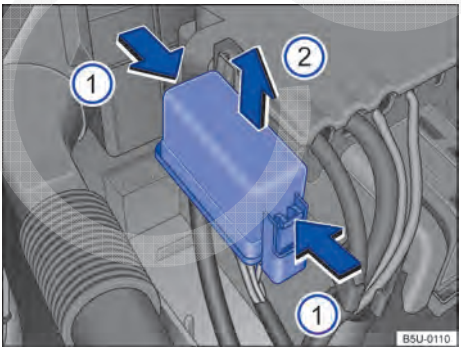

Fig. 163 No compartimento do motor: cobertura da caixa de fusíveis.
– Pressionar as travas no sentido da seta → Fig. 163 ①, para destravar a cobertura da caixa de fusíveis.
– Remover a cobertura por cima, no sentido da seta ②.
– Para a **instalação**, colocar a cobertura sobre a caixa de fusíveis. Pressionar a cobertura para baixo, no sentido contrário da seta ②, até que trave de forma audível.